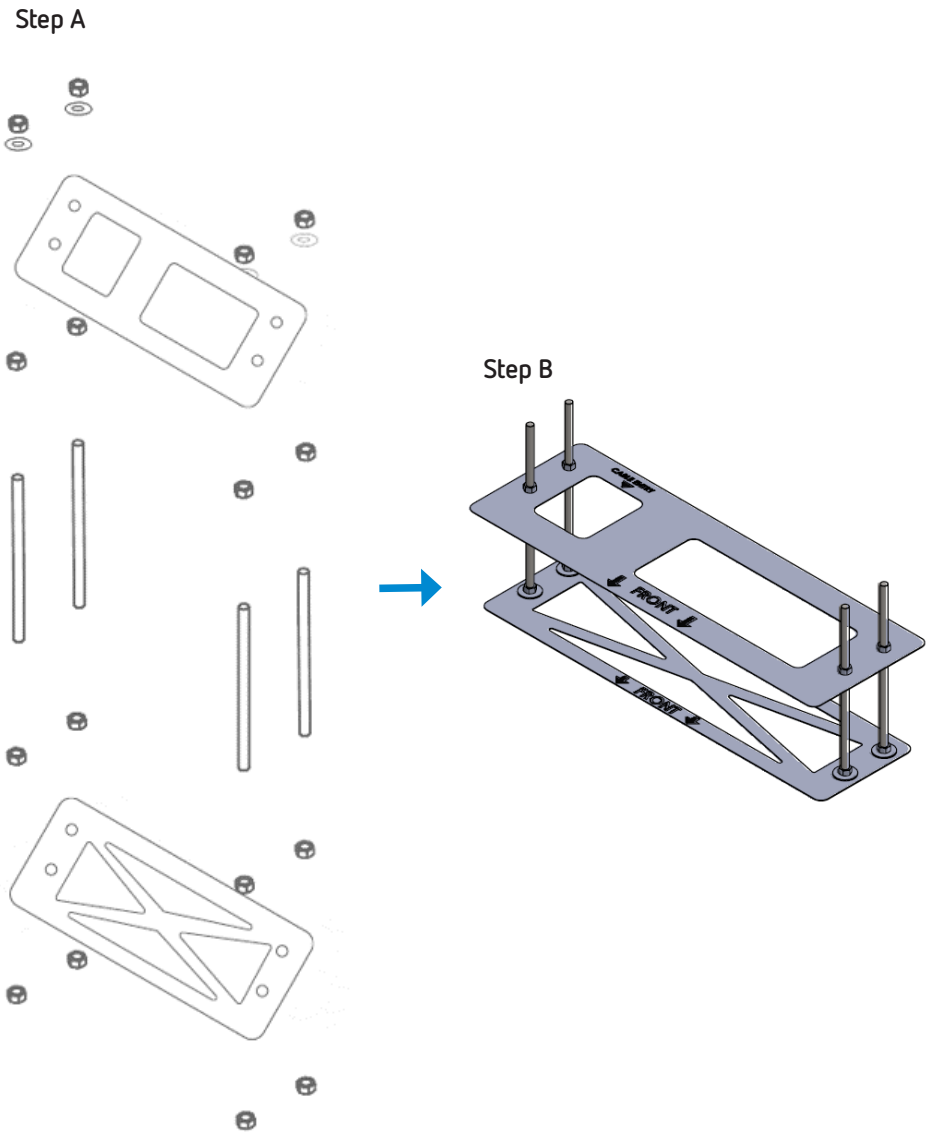
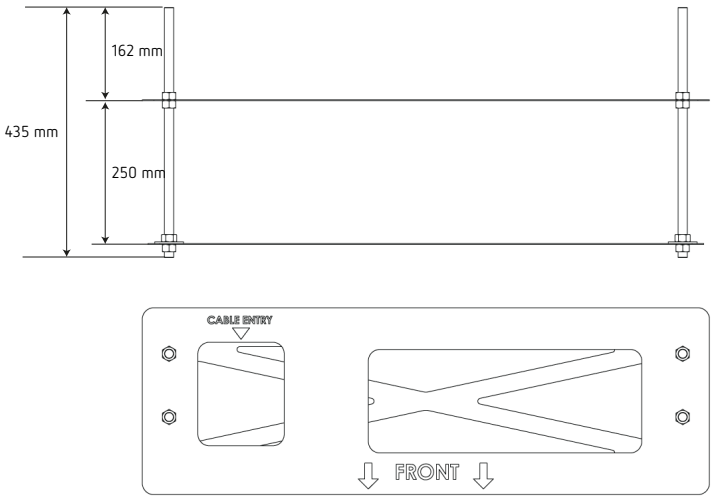

Figure 11: Installation Step 1.
Figure 12: Template installation dimensions.
1.- Fit the anchor bolts into the templates using the nuts supplied, with the aid of a **24 mm open-ended spanner, Figure 11**. Take into account the dimensions shown **Figure 12.**